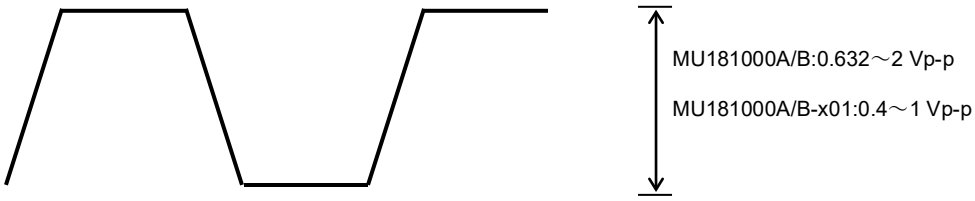

図6.3.1-2　サンプリングオシロスコープで測定された波形例
4. サンプリングオシロスコープのアベレージング機能を使い、測定された波形のレベルが図 6.3.1-2 に示す範囲に収まっていることを確認します。
5. 本器の操作画面で次のとおりに Center Frequency の値を変更し、同様の測定を行います。波形のレベルが図 6.3.1-2 に示す範囲に収まっていることを確認します。